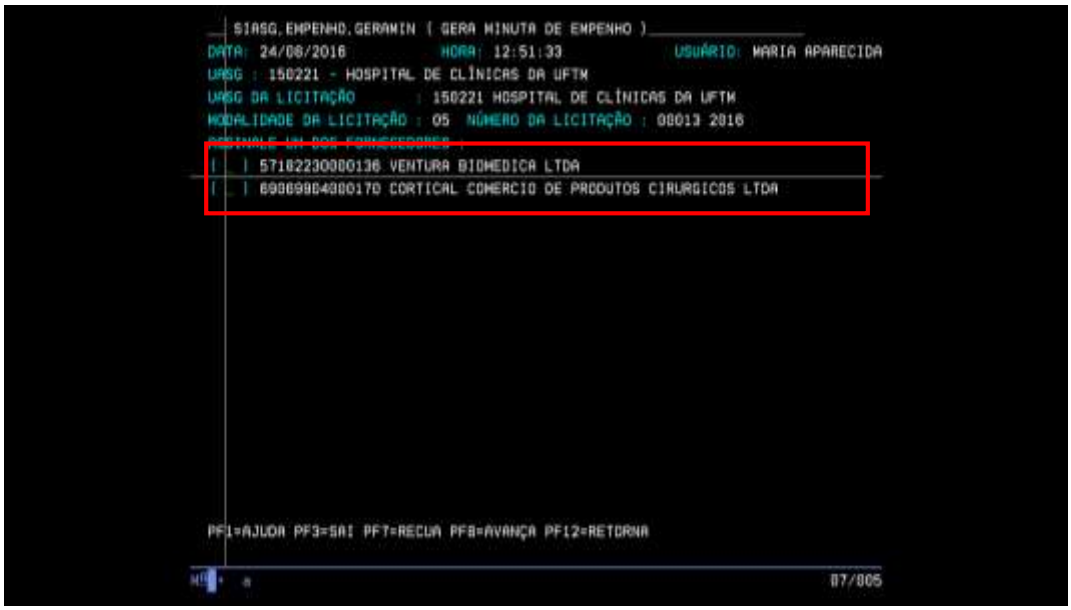

Figura 16: Selecionar fornecedor
- Caso não tenha sido informado o número do CNPJ/CPF do Fornecedor e apenas pressionado o botão "Enter", abrirá nova tela com a opção dos fornecedores vinculados ao Número da Licitação/Modalidade da Licitação (Figura 16). O usuário deverá selecionar o fornecedor ao digitar "X" na opção desejada e pressionar o botão "Enter".